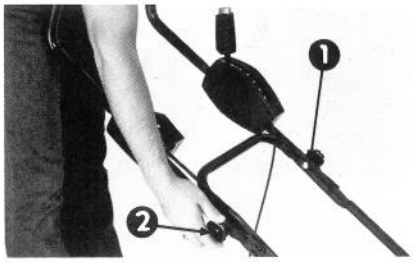

Abbildung 3
5. Oberen Griff über unteren Griff schieben. Sicherstellen, dass das Kabel zum Schnitthöheschalter auf der Innenseite des Griffs liegt. Die Stifte beider Griffe in die mittlere Einstellposition bringen und die Montierlöcher ausfluchten. Von der Innenseite ausgehend die Bolzen der Griffe durch den unteren und oberen Griff schieben (Abb. 3).
6. Die Griffknäufe auf den Griffbolzen schrauben und anziehen (Abb. 3).